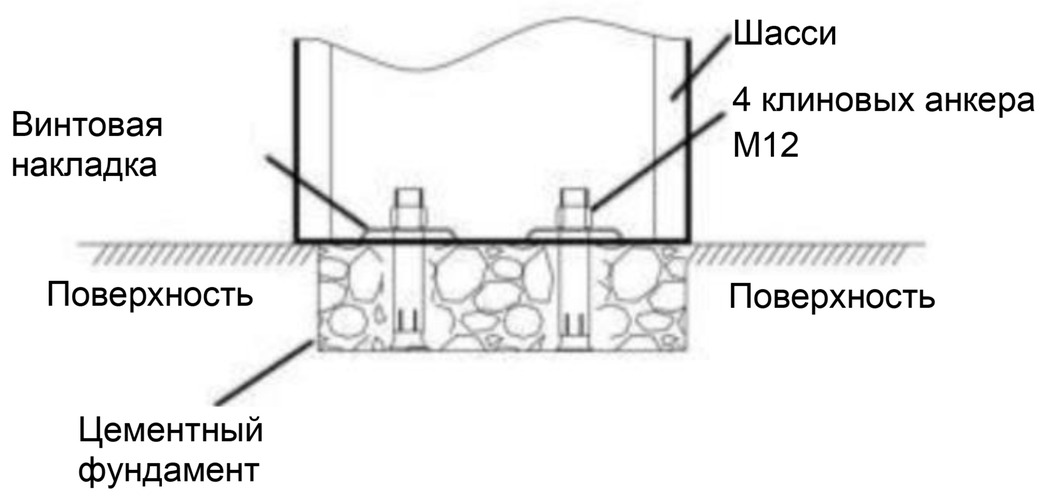

Рис. 2.3.
- Установите винтовые накладки и затяните гайки с помощью гаечного ключа, как показано на **рис. 2.3**